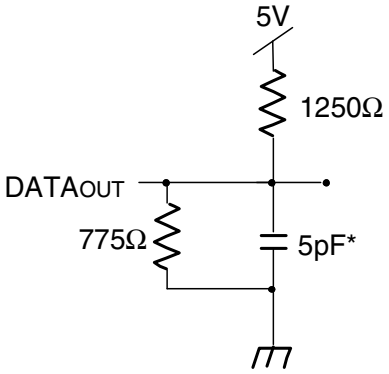

Figure 2. Output Test Load
1. Transition is measured 0mV from Low or High-Impedance Voltage Output Test Load (Figure 2).
1. Transition is measured 0mV from Low or High-impedance voltage with Output Test Load (Figure 2). This parameter is guaranteed by device characterization but is not production tested.
7. This parameter is determined be device characterization, but is not production tested. Transition is measured 0mV from steady state with the Output Test Load (Figure 2).